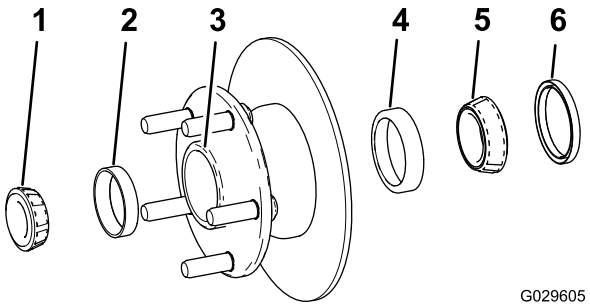

Figuur 32
1. Verwijder het buitenste lager en de loopring van het lager van de naaf (Figuur 32).
2. Verwijder de afdichting, het binnenste lager en de loopring van het lager van de naaf (Figuur 32).
5. Verwijder alle vuil en vet uit de holte van de naaf (Figuur 32).
7. Monteer de loopringen van de binnenste en buitenste lagers in de naaf (Figuur 32).
8. Vul de holte van de naaf voor 50 tot 80% met het aanbevolen smeermiddel (Figuur 32).
9. Monteer het binnenste lager op de loopring aan de binnenkant van de naaf en monteer de afdichting (Figuur 32).